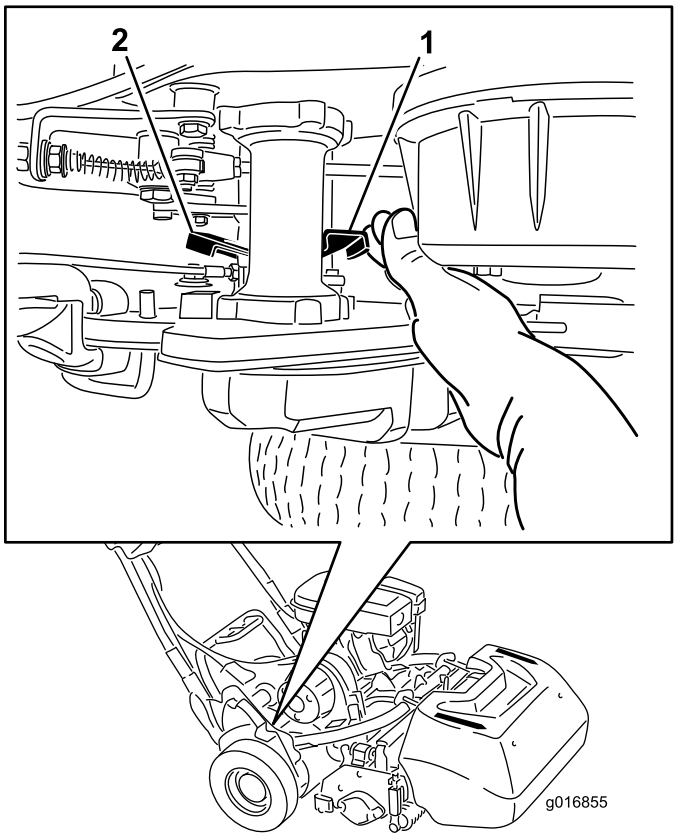

Figura 28
1. En la esquina derecha trasera de la máquina, localice la palanca de engranado/desengranado de la tracción junto al tambor del alojamiento de la transmisión (Figura 28).